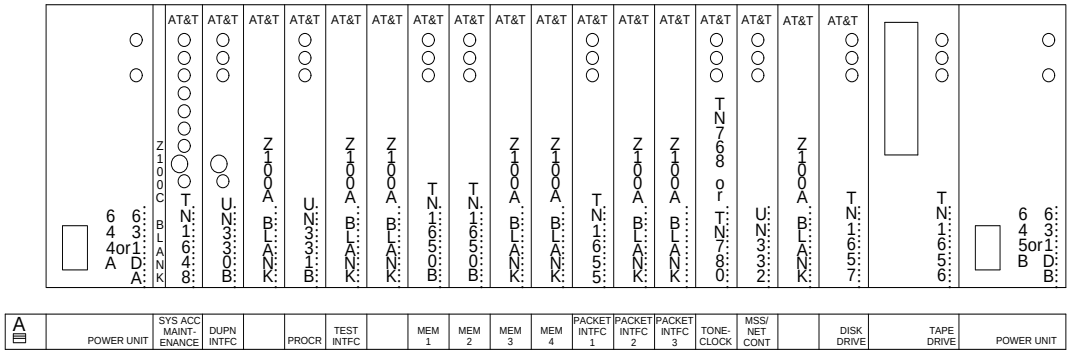

Figure 10-74. Circuit-Pack Locations in High- or Critical-Reliability G3r Control Carrier
5. See WARNING. Replace the existing TN1657 Disk Drive circuit pack in the standby control carrier with a TN1657 of Vintage 4 or higher (See Figure 10-74).